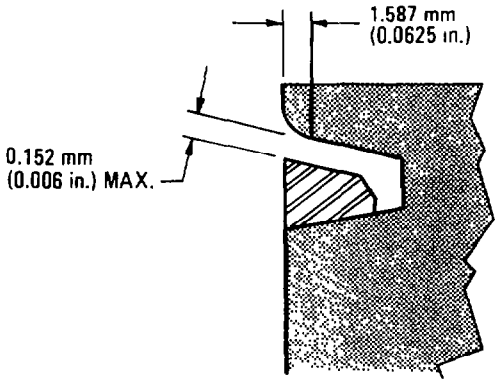

Fig. 78 — Side Clearance Measurements — Keystone Rings
g. Use a feeler gauge to measure the ring side clearances in their respective grooves; the Keystone rings must have a side clearance of not more than 0.152 mm (0.006 in.) measured with the ring face flush with the piston (see fig. 78).